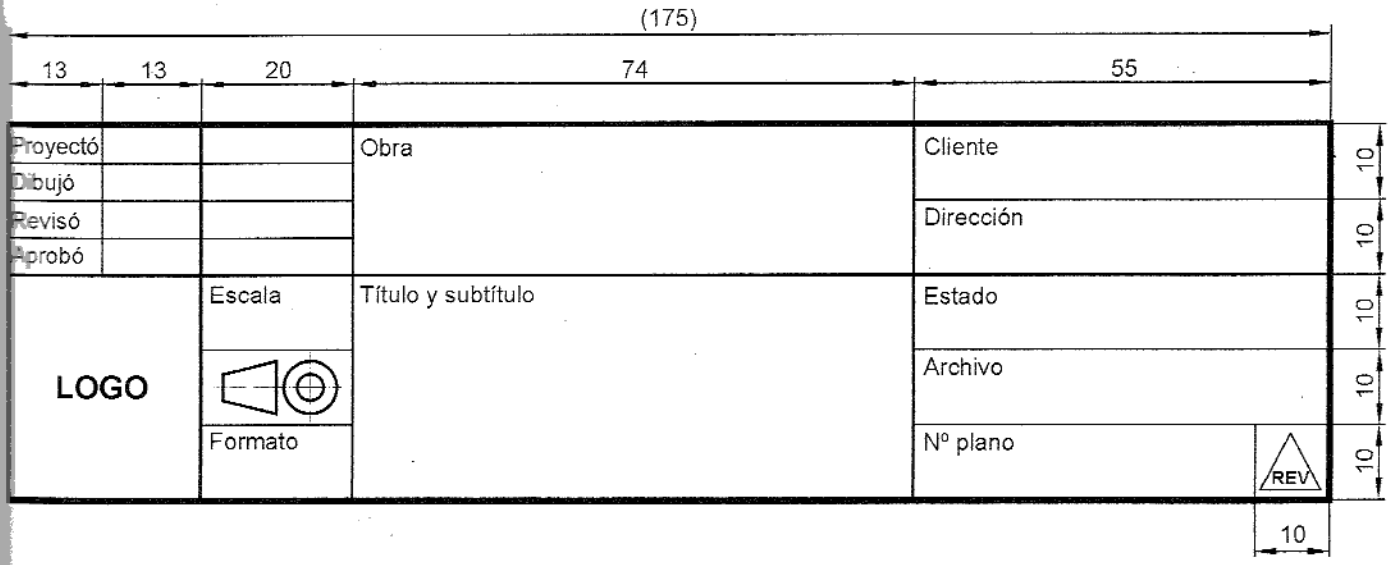

Figura 3 – Distribución de los campos de datos en construcciones
4.4 Aplicaciones particulares. Para aplicaciones particulares, como construcciones, se pueden utilizar los campos de datos con la distribución y medidas indicados en la figura 3. En la figura 4 se muestra un ejemplo.